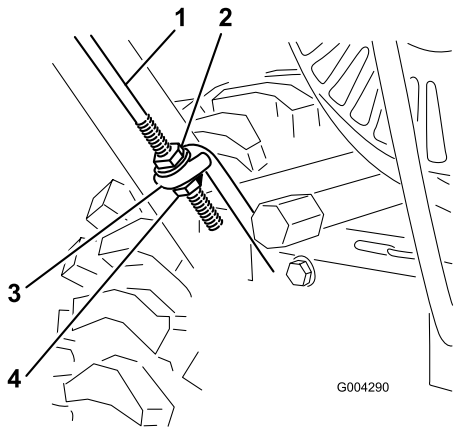

Figur 4
3. Trä på en flänsmutter (inte flänslåsmuttern) med flänsen nedåt mot drivstången som sitter fast på handtagets vänstra sida (Figur 4).
4. Placera handtagsenhetens vänstra sida mot sidan på snöslungan och för in drivstångsänden genom den nedre drivstångsbygeln (Figur 4).
1. Trä på flänslåsmuttern (med flänssidan uppåt) längst ner på drivningsstyrstången, nedanför bygeln i den nedre drivstången (Figur 4).